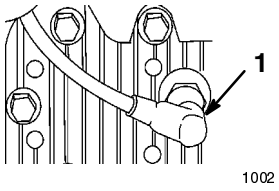

**Figure 37**
2. Disconnect the wire from the spark plug (Fig. 37).